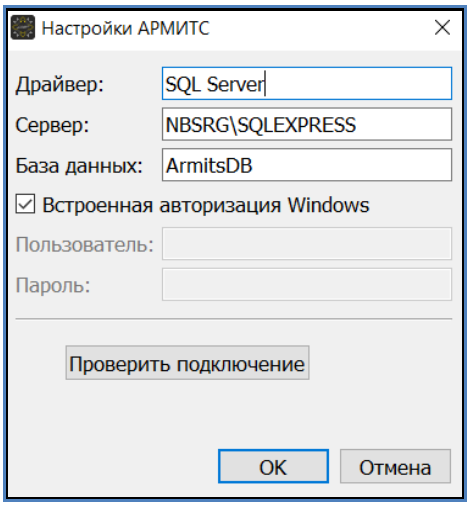

Рисунок 16
4.2.3.4. Для настройки экспорта в АРМИТС следует выбрать пункт меню «АРМИТС». Окно «Настройки АРМИТС» содержит следующую информацию (рисунок 16):